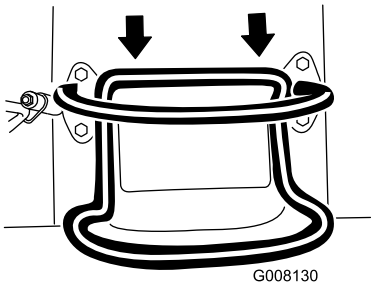

Rysunek 8
- Aby jechać do tyłu, ustaw dźwignię sterowania zespołem jezdnym do tyłu (Rysunek 8). **Podczas cofania spoglądaj do tyłu, zwracając uwagę na przeszkody i trzymaj obie dłonie na drążku wzorcowym.**